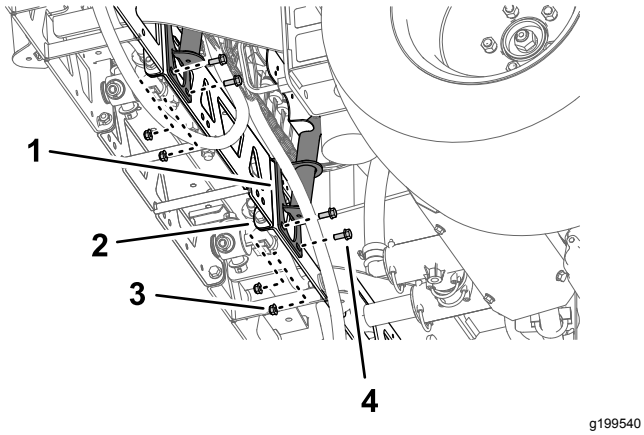
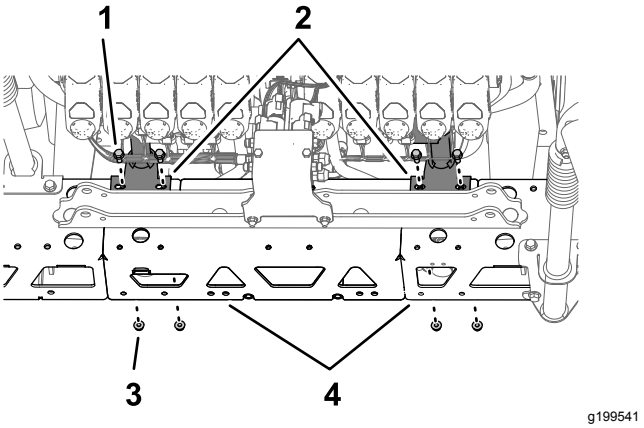

Rysunek 110
Rysunek 111
2. Ustaw otwory w uchwycie montażowym wspornika zaworów równo z otworami w ramie kratownicowej środkowej sekcji zraszacza (Rysunek 110).
3. Zamocuj wspornik zaworów do ramy kratownicowej (Rysunek 110 oraz Rysunek 111) za pomocą 4 śrub (5/16 x ¾ cala) i 4 nakrętek zabezpieczających kołnierzowych (5/16 cala).